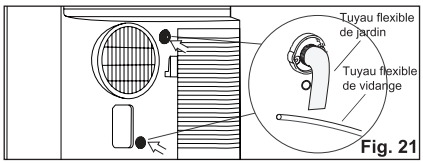

Fig. 21
- Reliez une extrémité du tuyau de jardin (vendu séparément) à la sortie d'évacuation, puis déplacez l'autre extrémité à un niveau plus bas que l'appareil (Fig.21).